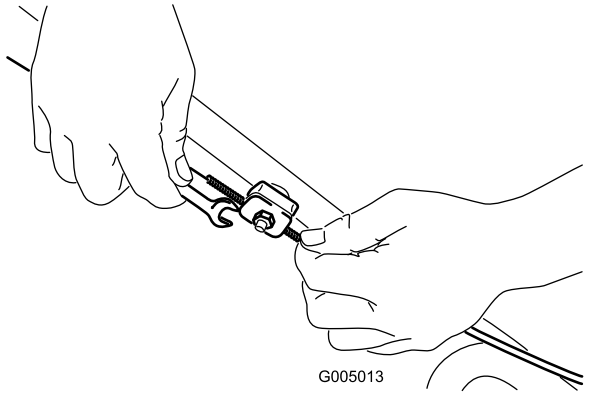

Figura 21
1. Afloje la tuerca del soporte del cable (Figura 21).